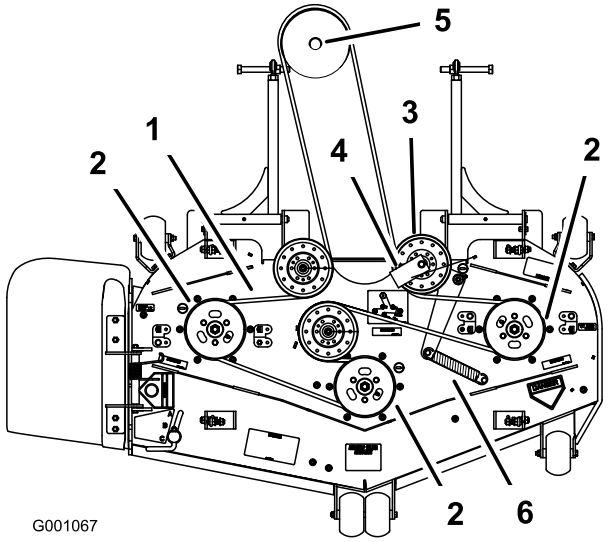

Rysunek 68
6. Zamontuj nowy pasek wokół kół pasowych kosiarki i koła pasowego skrzyni biegów pod silnikiem (Rysunek 68).
7. Zamontuj prowadnicę paska na sprężynowym kole pasowym luźnym pod kątem 45 stopni w sposób pokazany na Rysunek 68. Dokręć śrubę momentem o wartości 37-45 Nm.
8. Zamontuj sprężynę koła pasowego luźnego na dwóch trzpieniach (Rysunek 68).